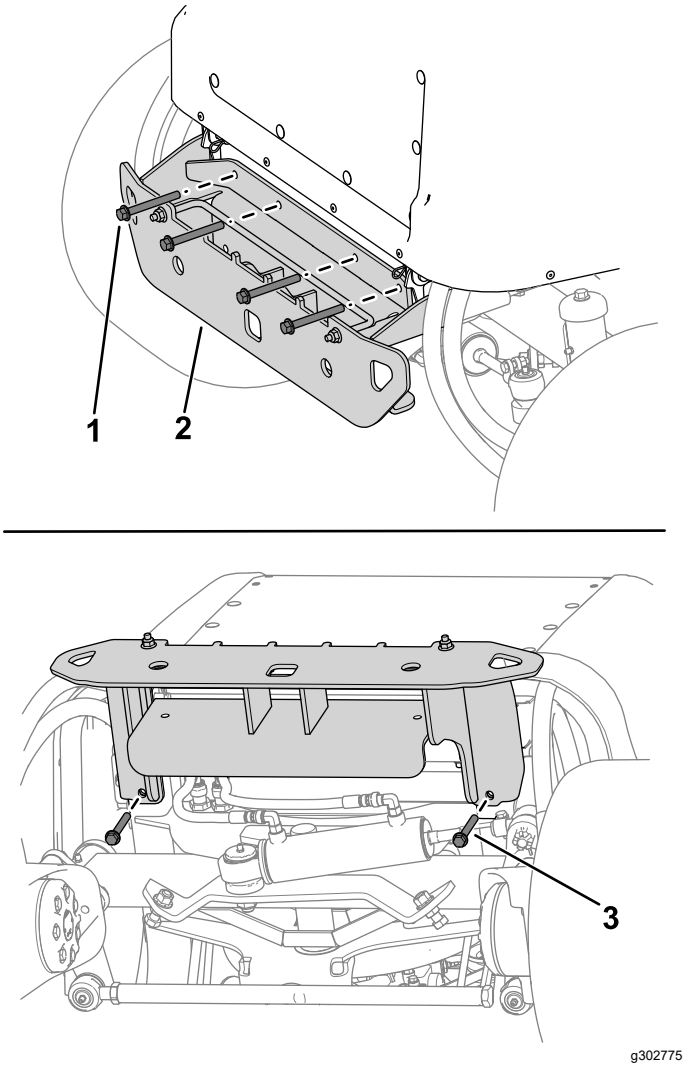

Figura 16
2. Utilizzate 4 bulloni (⅜" x 3¼") e 4 dadi (⅜") per fissare senza serrare la zona superiore del paraurti al telaio della macchina, come mostrato nella Figura 16.
3. Utilizzate 2 bulloni (⅜" x 2¾") e 2 dadi (⅜") per fissare senza serrare il paraurti sotto al telaio della macchina come mostrato nella Figura 16.